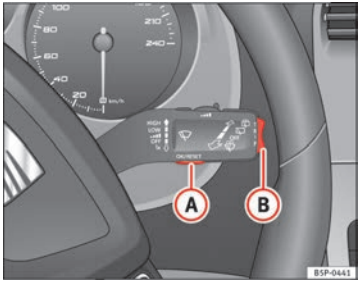
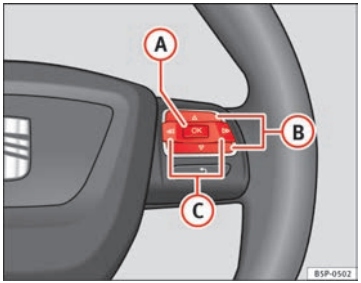

Fig. 45 Windscreen wiper lever: button A to confirm the menu selection and rocker switch B to change the menu
Fig. 46 Steering wheel controls: button A to confirm the menu selection and switch B to change the menu
– Press button (A) on the windscreen wiper lever. The **Configuration** menu is opened.
– To access the “Configuration” menu, press button (C) ⇒ fig. 46 until the menu is displayed. Now you are in this menu.
– Select option **Winter tyres** using switch (B).
– Press button (A). The menu **Winter tyres** is opened.
– Use button (B) to select the option **+10 km/h** or **-10 km/h** and press button (B) to either increase or decrease the speed displayed.
– Use switch (B) to select the menu point **On / Off** and press the button to switch the speed warning on or off. If the speed warning is deactivated, three dashes will be displayed **---**
– To change from one memory to another, briefly press button A ⇒ fig. 45 ⇒ page 68 on the windscreen wiper lever or the OK button on the multifunction steering wheel ⇒ fig. 46 ⇒ page 68 while the ignition is switched on. ▶
The following data can be viewed on the multifunction display using the rocker switch (B) ⇒ fig. 45 ⇒ page 68 on the windscreen wiper lever or by pressing button (△) or (▽) ⇒ fig. 46 on the multifunction steering wheel*.